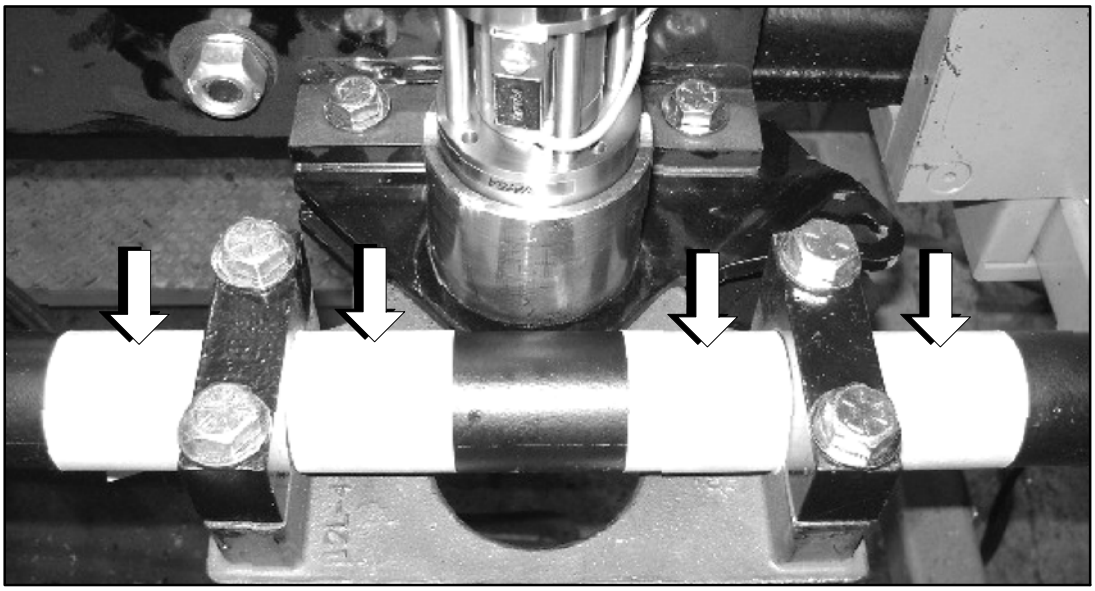

Figure 3.
7. Using masking tape, mark each side of each clamp to indicate the tie rod / clamp relationship for re–installation at a later step in this procedure (refer to Figure 3).
13. Using the new hardware provided, align and install new clamps, p/n 12-04-1153, in between the masking on the tie rod (refer to Figures 3 and 6).